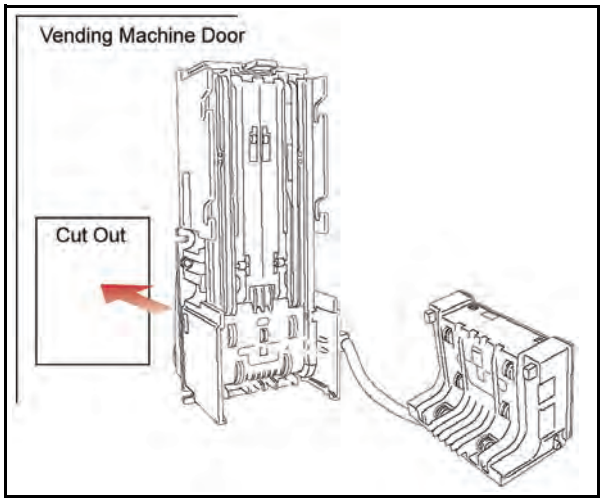

Figure 2-2 Bill Validator Mounting Location
2. Insert the DBV-30X unit into the panel cut out (See Figure 2-2).